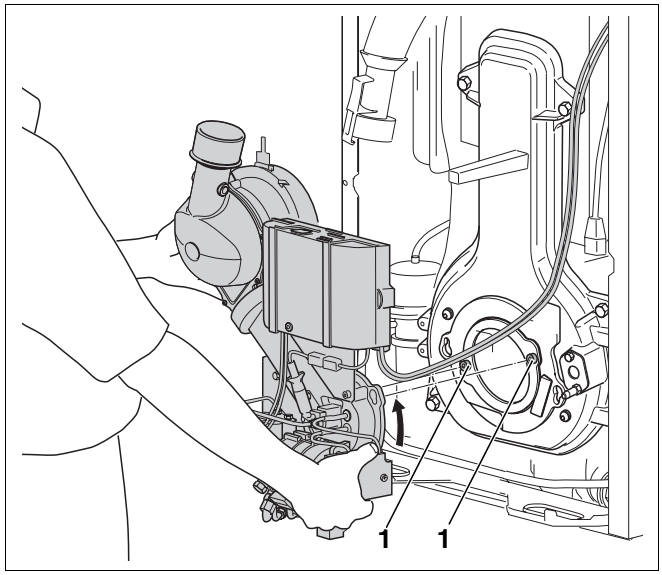

Rys. 57 Wyjmowanie palnika
- Poluzować obie śruby mocowania bagnetowego (rys. 57, **poz. 1**) na palniku i wyjąć palnik.